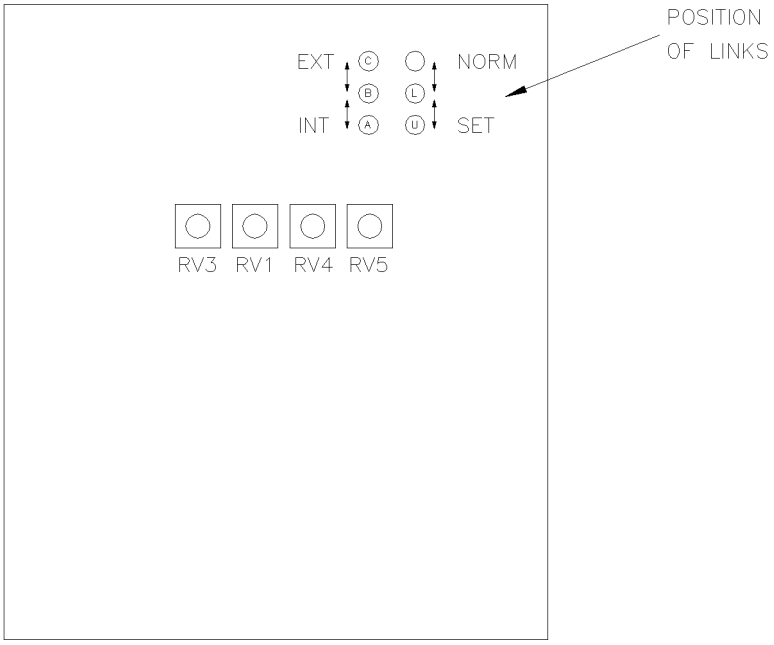

Fig.7 Detector Board
5.2.10 With the mains supply off, position the output source selector bridging link to Set (D – E). (See FIG.7 – DETECTOR BOARD). This link will be found at the top of the Detector Board.